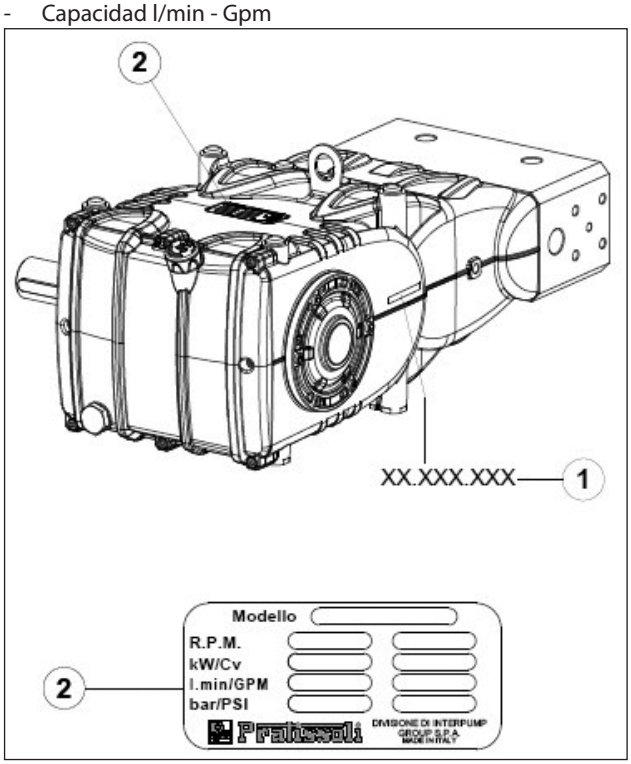

Fig. 1
Todas las bombas Fig. 1 tienen su propio N° de matrícula XX.XXX.XXX, ver pos. ①, y una placa de identificación, ver pos. ② que contiene: